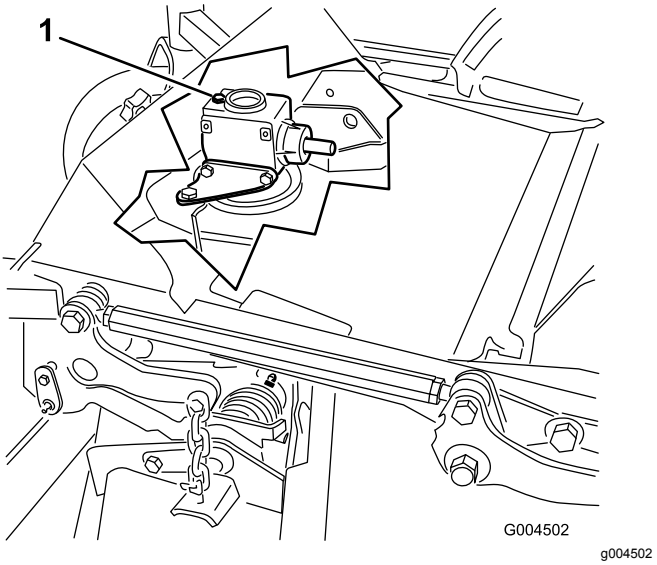

**Rysunek 29**
6. Odkręć wskaźnik poziomu / korek wlewu z góry skrzyni przekładniowej i upewnij się, że poziom oleju znajduje się między oznaczeniami na wskaźniku poziomu (Rysunek 29).
6. Odkręć wskaźnik poziomu / korek wlewu z górnej części skrzyni przekładniowej (Rysunek 29).